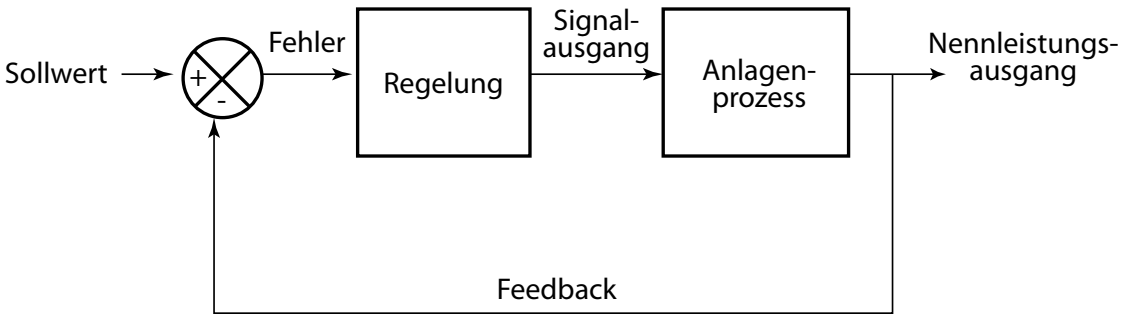

Abb. 4
Das vorstehende Prinzipschema (Abb. 4) ist ein Modell einer kontinuierlich modulierten Regelung. Ein Rückkopplungsregler wird verwendet, um einen Prozess oder eine Operation automatisch zu regeln. Das Regelsystem vergleicht den Wert oder Status der zu regelnden Prozessvariablen mit dem gewünschten Wert oder Sollwert (SP) und wendet die Differenz als Regelsignal an, um die Prozessvariablenleistung der Anlage auf den gleichen Wert wie den Sollwert zu bringen.